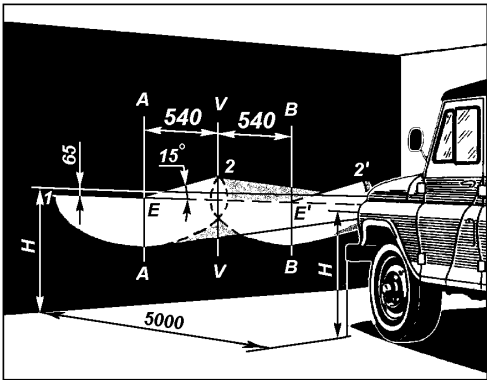

Рис. 9.64. Разметка экрана для регулировки фар:
1. Установите полностью заправленный и снаряженный автомобиль с нормальным давлением воздуха в шинах и нагруженным сиденьем водителя 750 Н (75 кгс) на ровной горизонтальной площадке на расстоянии 5 м от экрана со специальной разметкой (рис. 9.64).